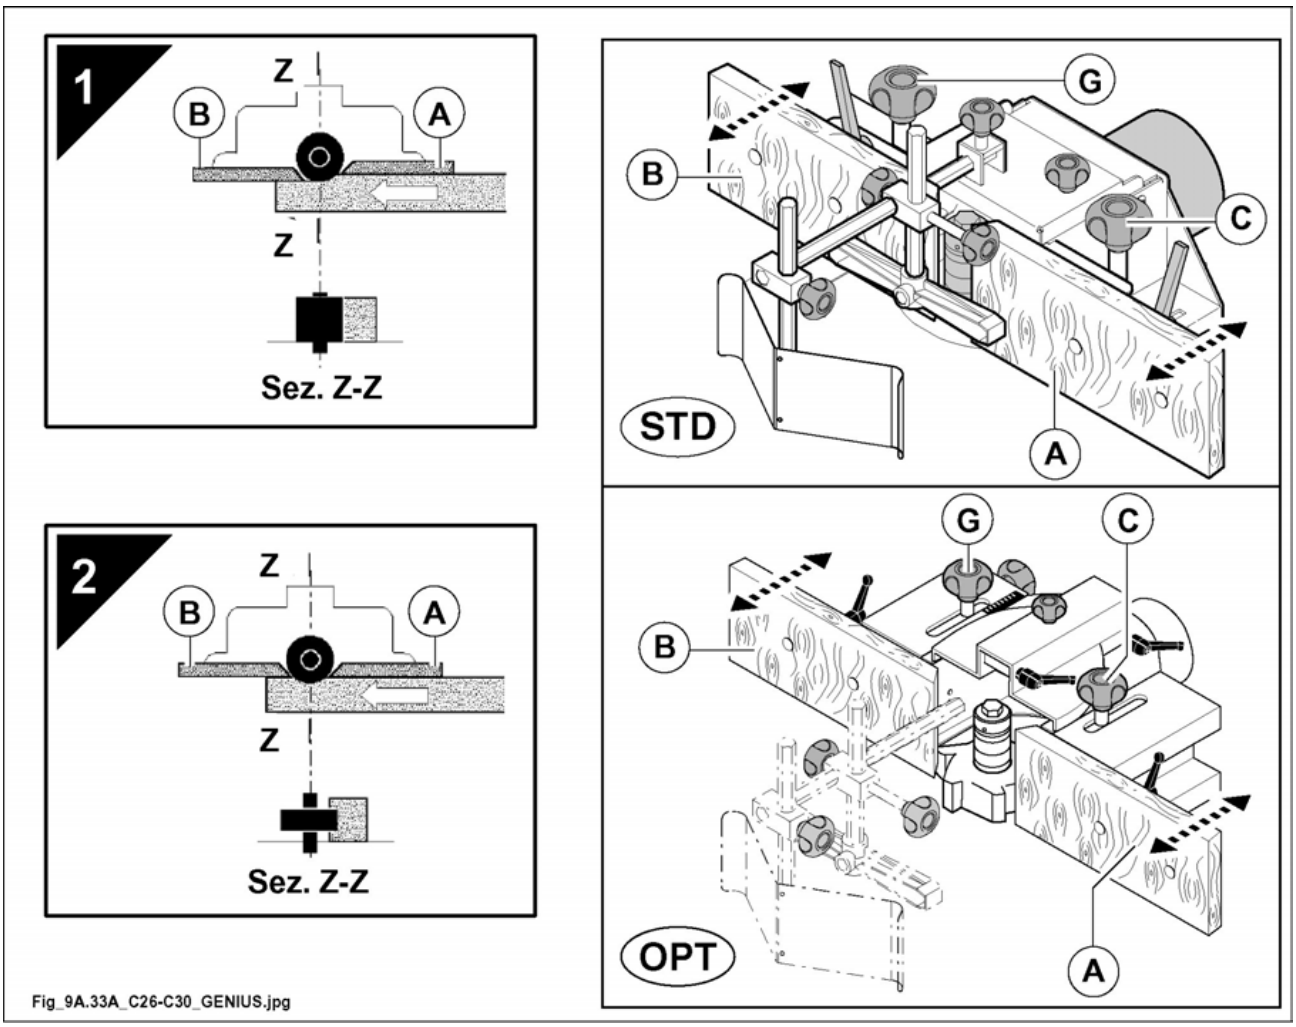

Fig. 9.33A
When profiling the entire side of workpiece half-fence (B) shall be alignad with tool (1 fig. 9.33A)
If profiling is not done on the entire side, but only on a part, the two fences A and B must be aligned (2 fig. 9.33A)
Position the hood on the working table and screw the two knobs (C,G fig. 9.33A) into their special holes.